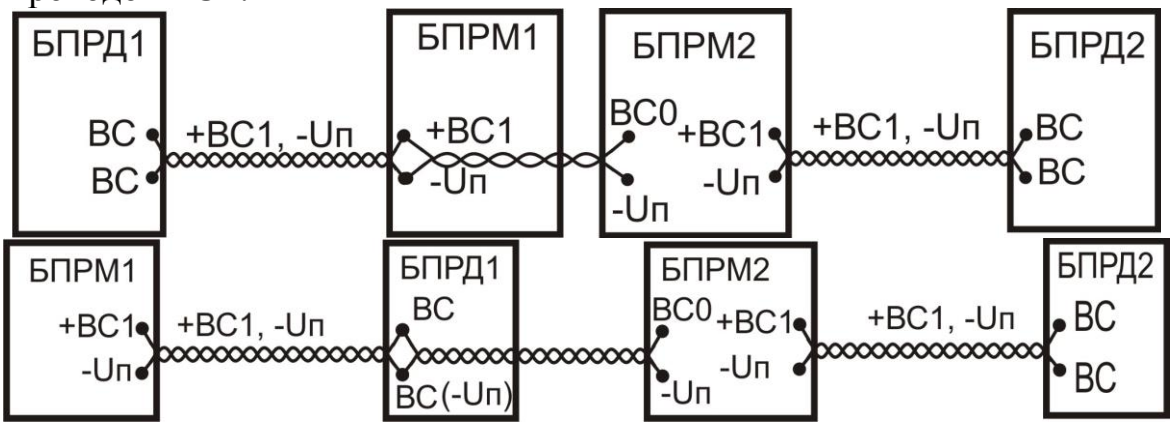

Рис.6.12
6.3.4.5 Для проводной синхронизации, при возможной засветке посторонними радиопередающими устройствами (о чем свидетельствует частые «ложные» тревоги), необходимо включить взаимную синхронизацию. При этом активный выход +ВС1 (БПРМ1или БПРД1) ведущего извещателя подключается к входу (+ВС0) ведомого извещателя (БПРМ2), в зависимости от расположения БПРМ2 (вблизи смежного БПРД1 или БПРМ1, см. рис. 6.12), т. е. на любом конце активного провода (+ВС1) синхронизации. Подключение должно также проводиться витой парой с проводом –Uп.